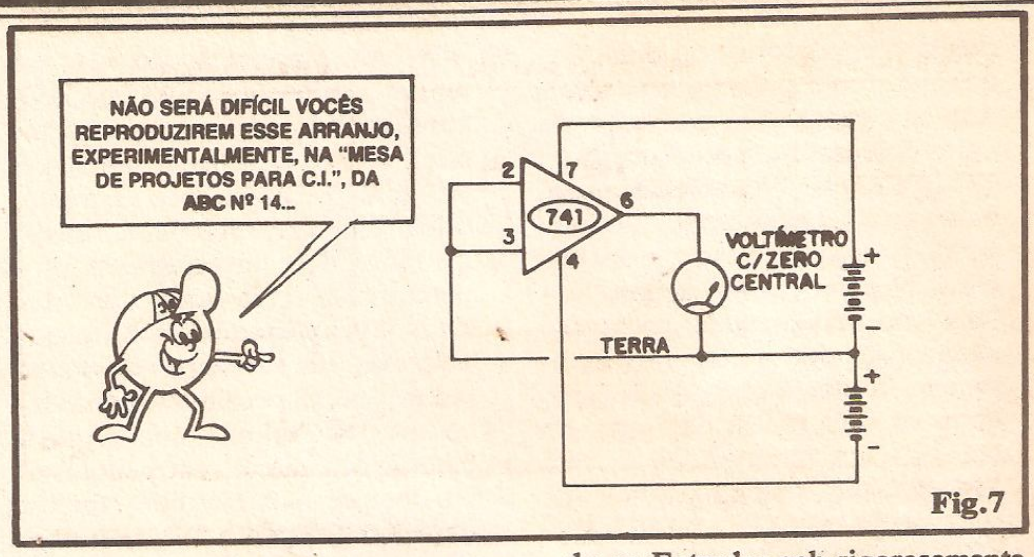

Fig.7
- **FIG. 7** - O "ZERAMENTO" DA TENSÃO DE SAÍDA - Em tese, se as duas Entradas receberem idêntico nível de Tensão (e idêntica polaridade também...), a Saída deveria mostrar uma VS igual a "zero"... Entretanto, o altíssimo ganho, aliado a pequeninos "descasamentos" internos, faz com que as Entradas "vejam" Tensões levemente distintas, mesmo se levarmos ambas a "zero", conforme ilustra o diagrama... Esse minúsculo "erro de interpretação" pelas Entradas, faz com que um voltímetro de zero central, aplicado entre o pino 6 e a linha de "terra" tenha seu ponteiro totalmente defletido para um lado (o que não deveria ocorrer num Amp.Op. matemática e teoricamente ideal...).